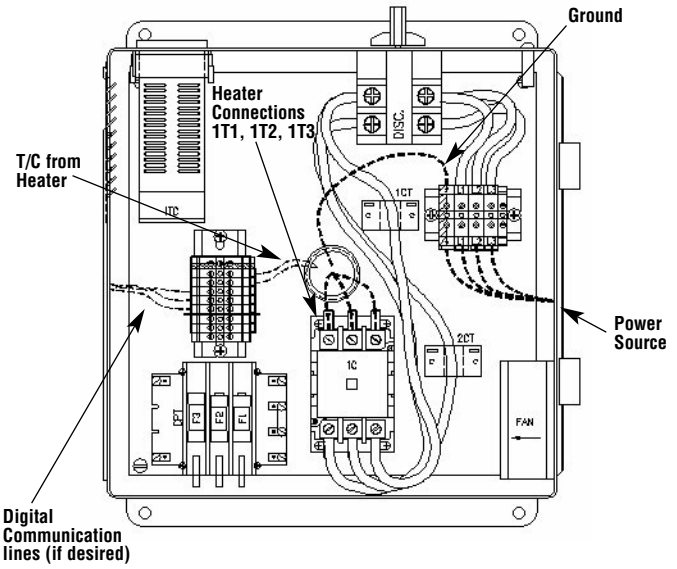
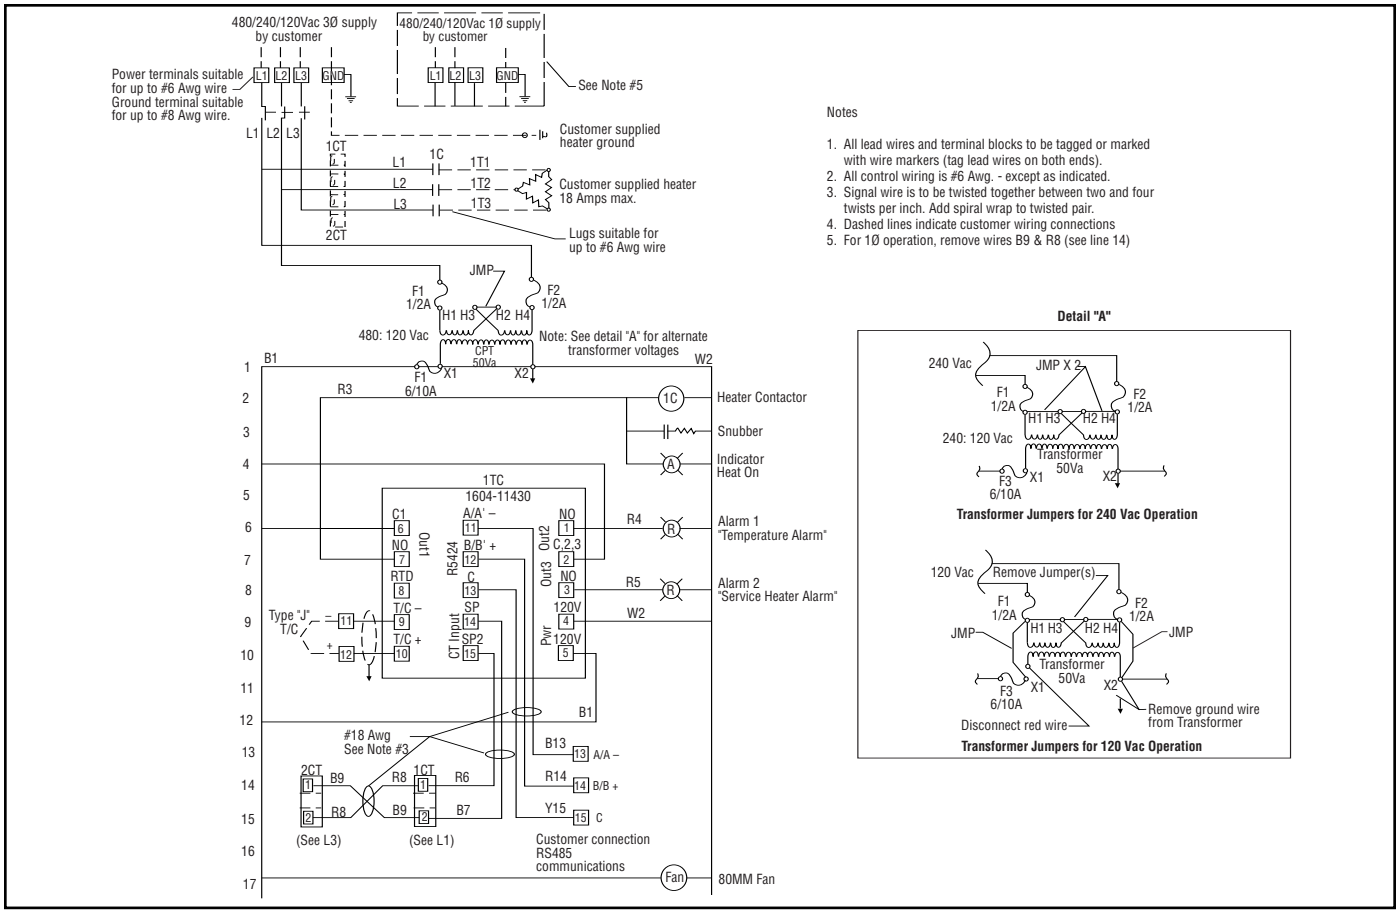

Figure 5 - Panel Wiring Arrangement
Figure 6 - Wiring Diagram
4. **Terminate wires inside the panel** per Figure 6 (this wiring diagram also shown on the inside of the panel door). The inside of the panel should look like Figure 5 for three phase wiring. For one phase wiring, refer to notes in Figure 6.
5. **Verify planned line voltage and adjust transformer set up** if necessary. It is pre-set up for 480V. See Figure 6 (wiring diagram also shown on the inside of the panel door) for instructions. See Figure 6 Notes for one phase and Figure 6 Detail A for 120V and 240V.
Measure resistance between each of the 3 terminals (1T1, 1T2, 1T3 of Figures 5 and 6) for 3 phase wiring or the 2 terminals for 1 phase wiring. This may be done by opening the panel door and measure the resistance between each of the wire connection screws for 1T1, 1T2, 1T3 on the contactor.